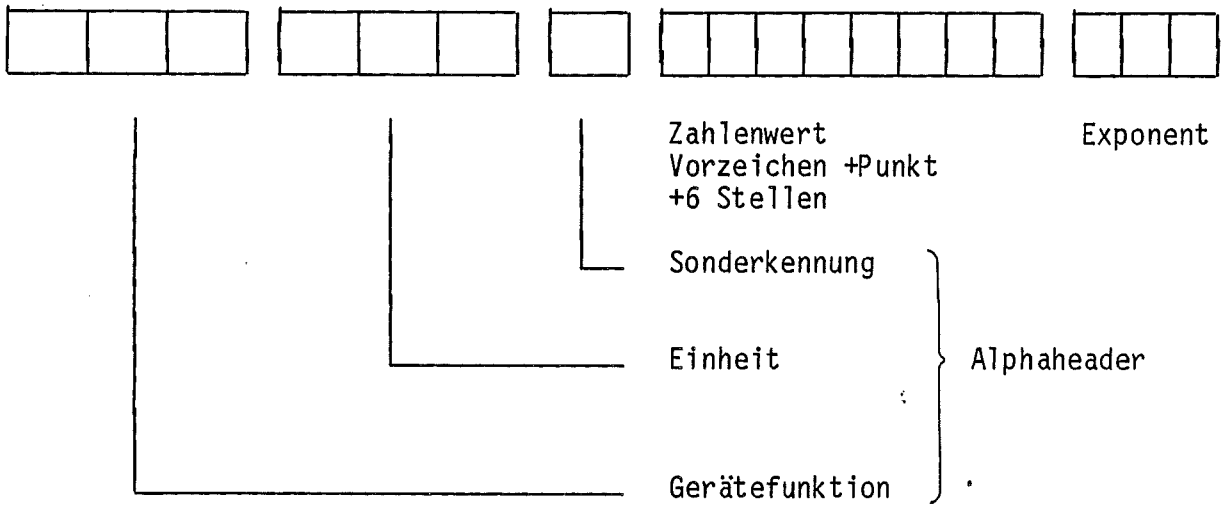

Bild 2-3 Format bei Datenausgabe
Bei Ausgabe eines Meß-, Referenzwertes oder eines Fehlercodes kann entweder nur der Zahlenwert (Steuerzeichen N1) oder der Zahlenwert zusammen mit einem vorangestellten 7stelligen Alphaheader (Steuerzeichen NØ) ausgegeben werden. Die Zusammensetzung des Alphaheaders ist aus Bild 2-3 ersichtlich. Drei Zeichen sind für die Gerätefunktion (Tabelle 2-10) vorgesehen, drei Zeichen für die Einheit (Tabelle 2-11) und ein Zeichen für Sonderkennungen, wie Overflow (O), Bereichsüber- oder -unterschreitung bei Rangehold (H, L) usw.